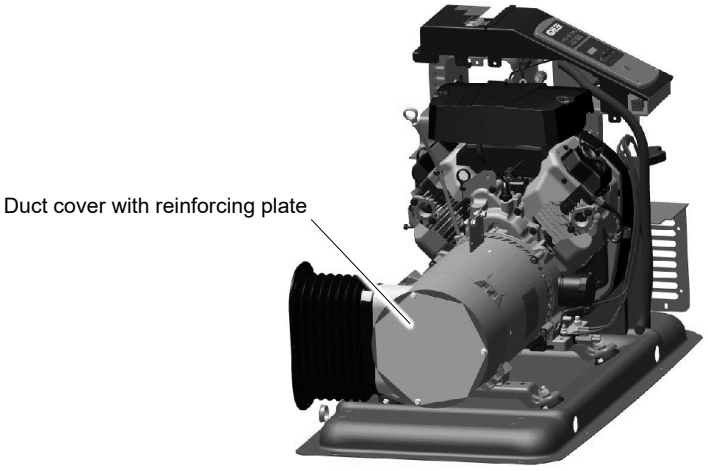

Figure 118 Alternator Duct Cover
25. To gain access to the brush assembly, remove the alternator duct cover with reinforcing plate. See Figure 118 and Figure 119.